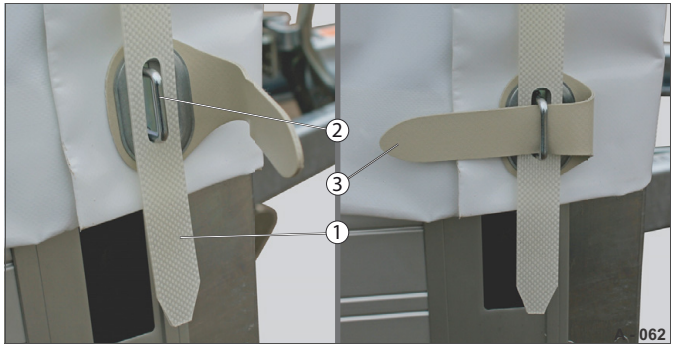

Abb. 70 Zajištění řemenového popruhu
▶ Navlékněte řemenový popruh (Abb. 70/1) shora dolů do ok (Abb. 70/2).
▶ Prostrčte sponu (Abb. 70/3) skrz svislé oko.